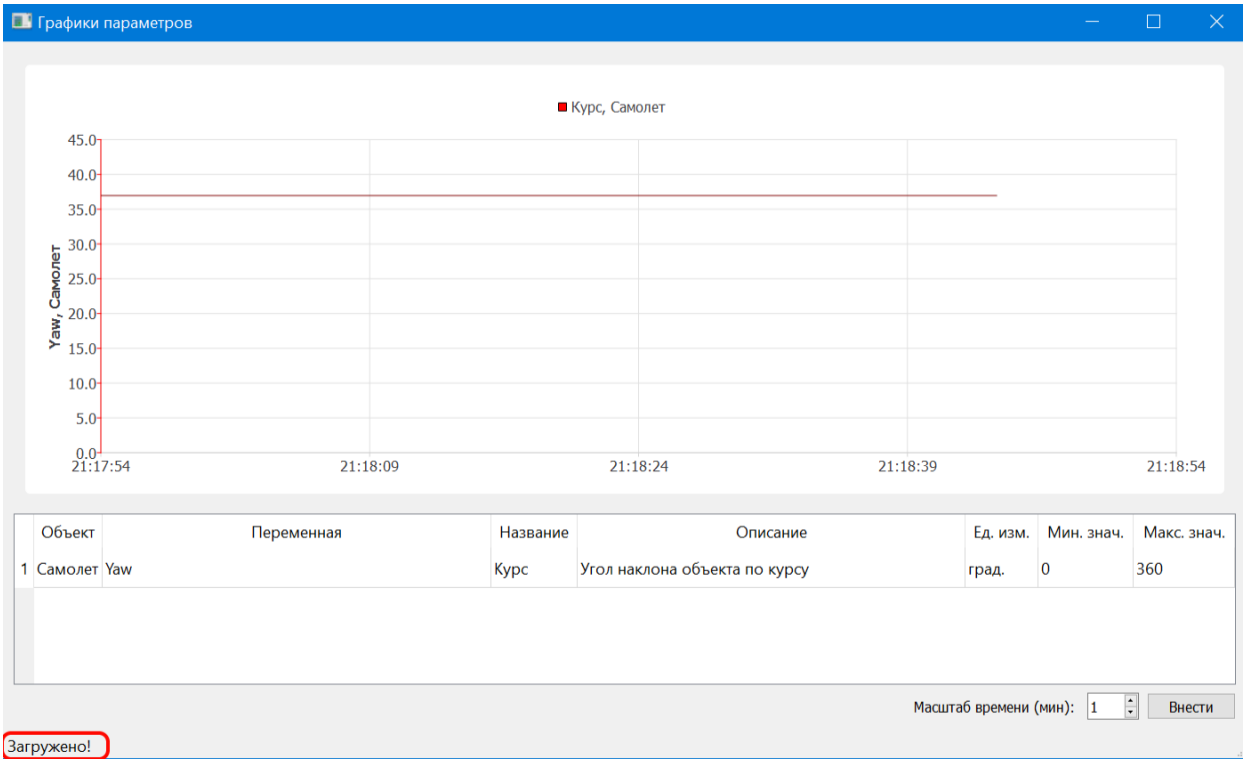

Рисунок 56 – Окно «Графики параметров (архив)», загрузка завершена
2) «Загружено!» – индикатор, появляющийся при полной загрузке и отрисовке графиков выбранных параметров (рисунок 56).